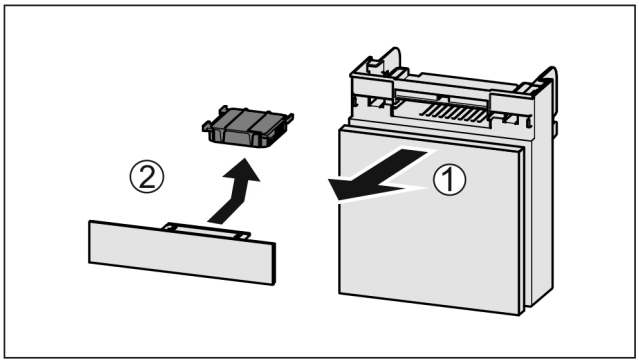

Fig. 116
▶ Extrageți *Fig. 116 (1)* compartimentul către înainte.
▶ Scoateți *Fig. 116 (2)* filtrul de cărbune activ.